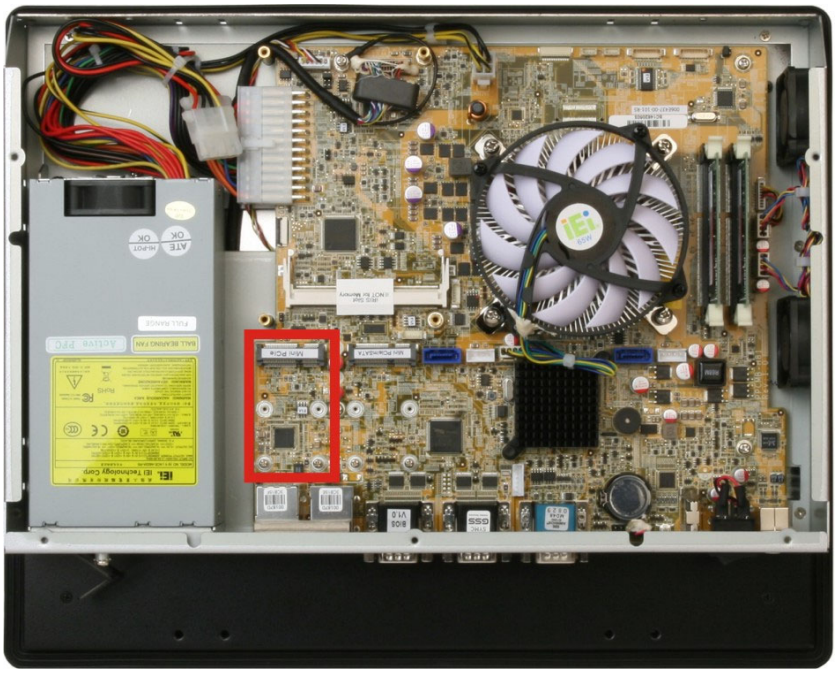

Figure 3-17: PCIe Mini Slot Location
Step 3: Locate the PCIe Mini slot (**Figure 3-17**).